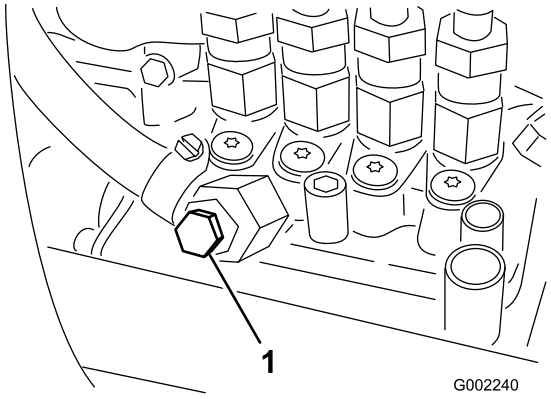

Bild 44
7. Öffnen Sie die Entlüftungsschraube an der Kraftstoffeinspritzpumpe (Bild 44).